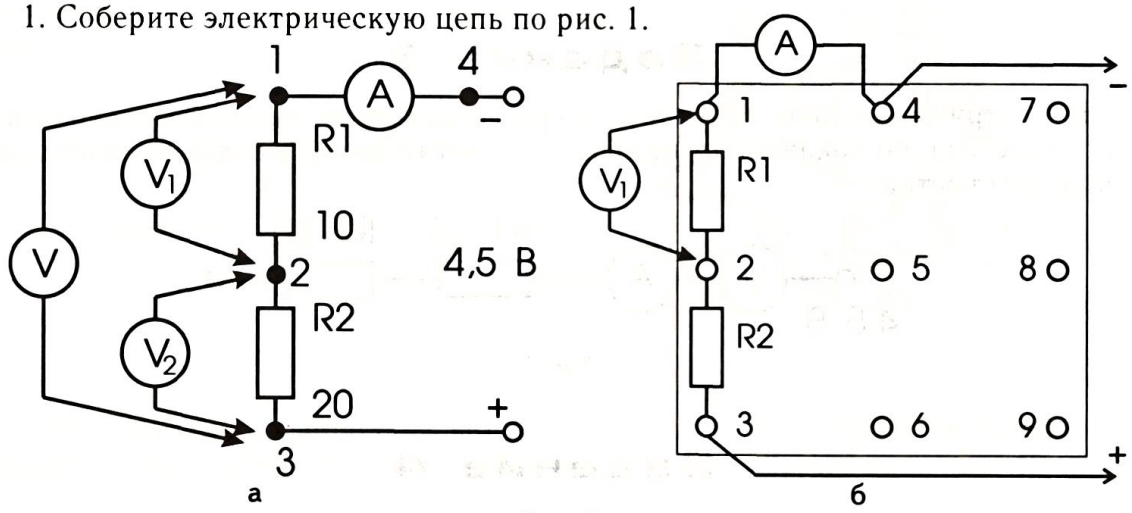

Рис. 1
1. Соберите электрическую цепь по рис. 1.